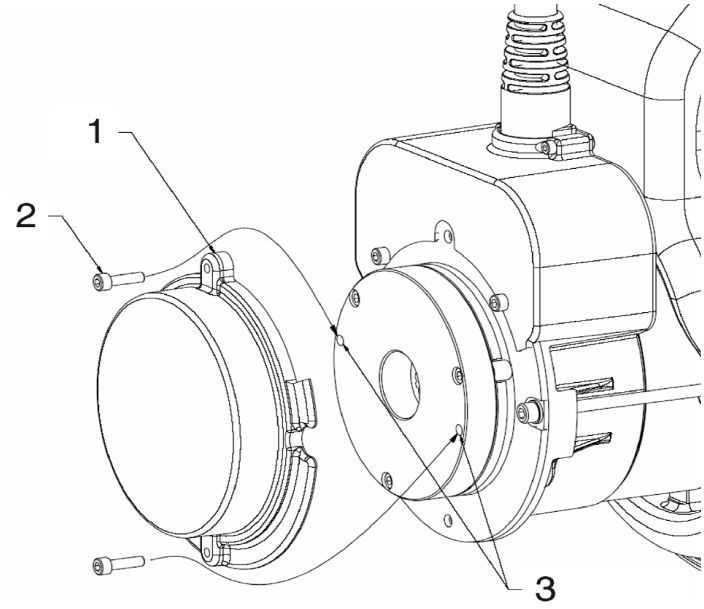

Figure 3-11. Desserrage manuel
3. Retirer les deux **boulons de couvercle (2)** et **la garniture de frein (1).**
4. Enfoncer les **boulons de couvercle (2)** dans les deux **trous de desserrage (3)** du logement de frein, voir l'élément 3 de la Figure 3-11., Desserrage manuel.
5. Serrer les **boulons de couvercle (2)** pour desserrer le frein de ce moteur d'entraînement.
7. Une fois le remorquage terminé, caler les roues et **enlever les boulons de couvercle (2)** des **trous de desserrage (3)**.
8. Remettre la **garniture** de **frein (1)** en place.